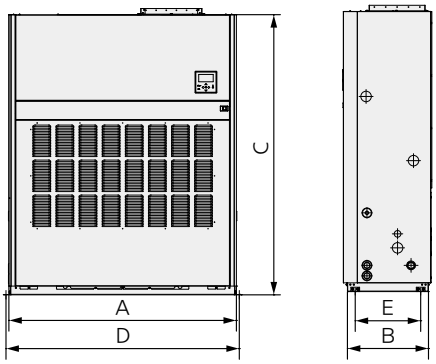

図2
- 床への固定は、本体に設けられたアンカーボルトの穴位置を参考に、M10 アンカーボルト（現地調達）を使用して固定してください。（8 ページ 図 2 参照）
6-1. アンカーボルトの取付ピッチを確認します。(図 2)